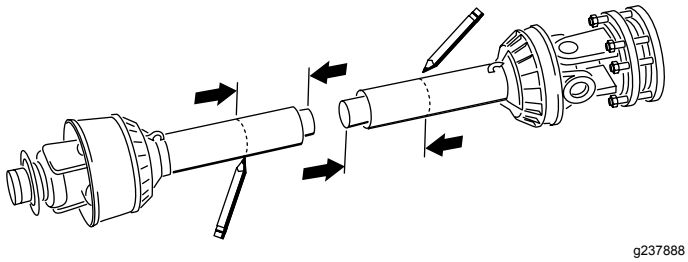
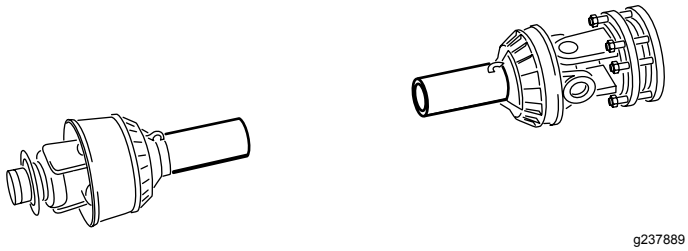

**Figur 18**
**Figur 19**
13. Använd måtten som du räknade ut i steg 8 för att hitta, märka ut och kapa av skyddet och röret från varje halva av kraftuttaget (Figur 18 och Figur 19).